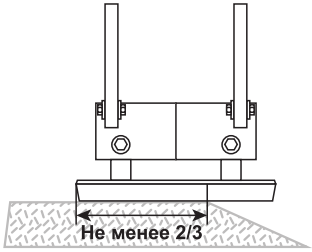

Рис. 12 Расположение виброплиты на краю обрабатываемой поверхности
9. При перемещении виброплиты по краю обрабатываемой поверхности, в плотном соприкосновении с поверхностью должно оставаться не менее 2/3 части рабочей площади плиты (Рис. 12).